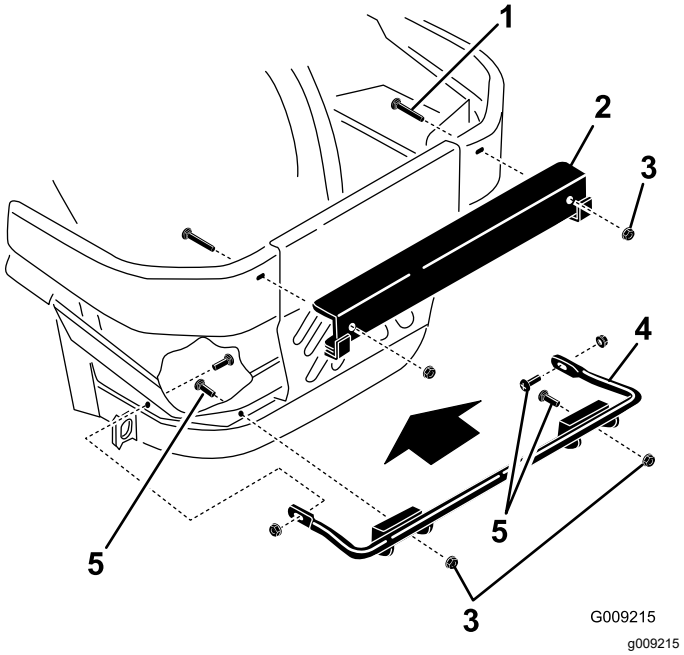

Figur 6
1. Monter det nederste monteringsbeslag på maskinens stel med fire bræddebolte (⅜ x 1¼ tommer) og fire flangemøtrikker (⅜ tomme) som vist i Figur 6.
2. Monter det øverste monteringsbeslag på venstre og højre sidekofanger med to bræddebolte (½ x 2½ tommer) og to flangemøtrikker (½ tomme) som vist i Figur 6.